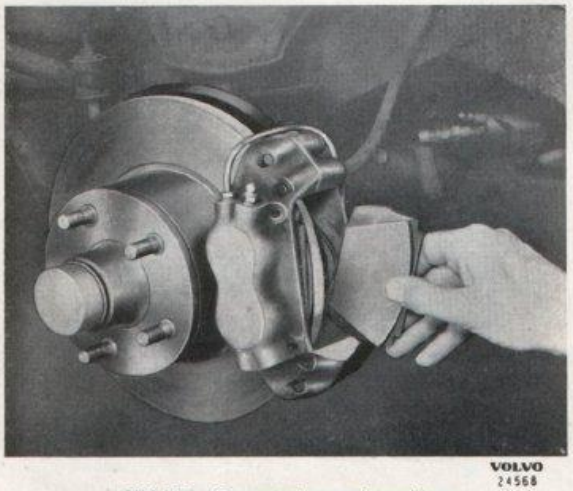

Bild 7-10. Demontering av bromsklots
3. Demontera hårnålsformade låsklämmorna och styrpinnarna för bromsklotsarna. Drag ut klotsarna, se bild 7-10.